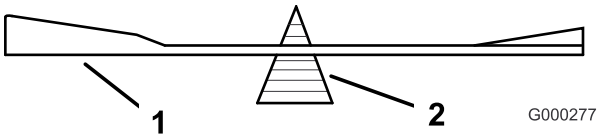
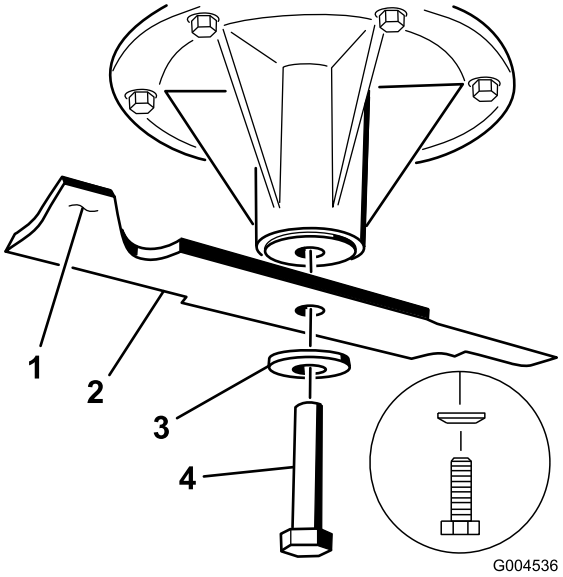

Figur 87
Figur 88
2. Fjern knivbolten, bueskiven og kniven fra spindelakselen (Figur 88).
2. Sjekk knivens balanse ved å legge den på en balanseringsinnretning (Figur 87). Hvis kniven holder seg i horisontal stilling, har riktig balanse og kan brukes. Hvis kniven ikke er i balanse, files litt av metallet på enden av vingeområdet bort (Figur 88). Fortsett med dette helt til kniven er balansert.
1. Monter kniven på spindelakselen (Figur 88).
2. Monter bueskiven og knivbolten. Bueskivekonusen må installeres mot bolthodet (Figur 88). Knivbolten trekkes til med et moment på 115–149 Nm.